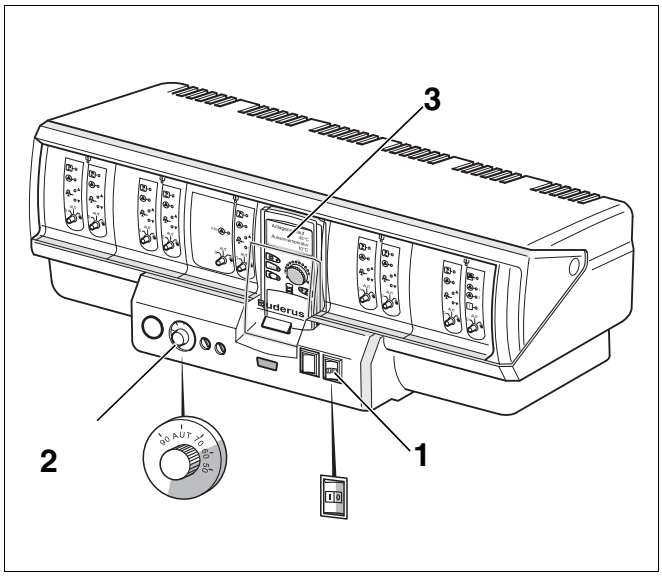

Fig. 1 Regulación Logamatic 4000
- Coloque el interruptor (fig. 1, [1]) en la posición "1" (ON).
- Ajuste el regulador de temperatura del agua de caldera (fig. 1, [2]) a la temperatura deseada.
- Cambie el interruptor (fig. 1, [1]) de la posición "1" (ON) a la posición "0" (OFF).
El fallo del quemador se mostrará en el quemador, en el aparato de regulación con un testigo luminoso y en el display (fig. 1, [3]).